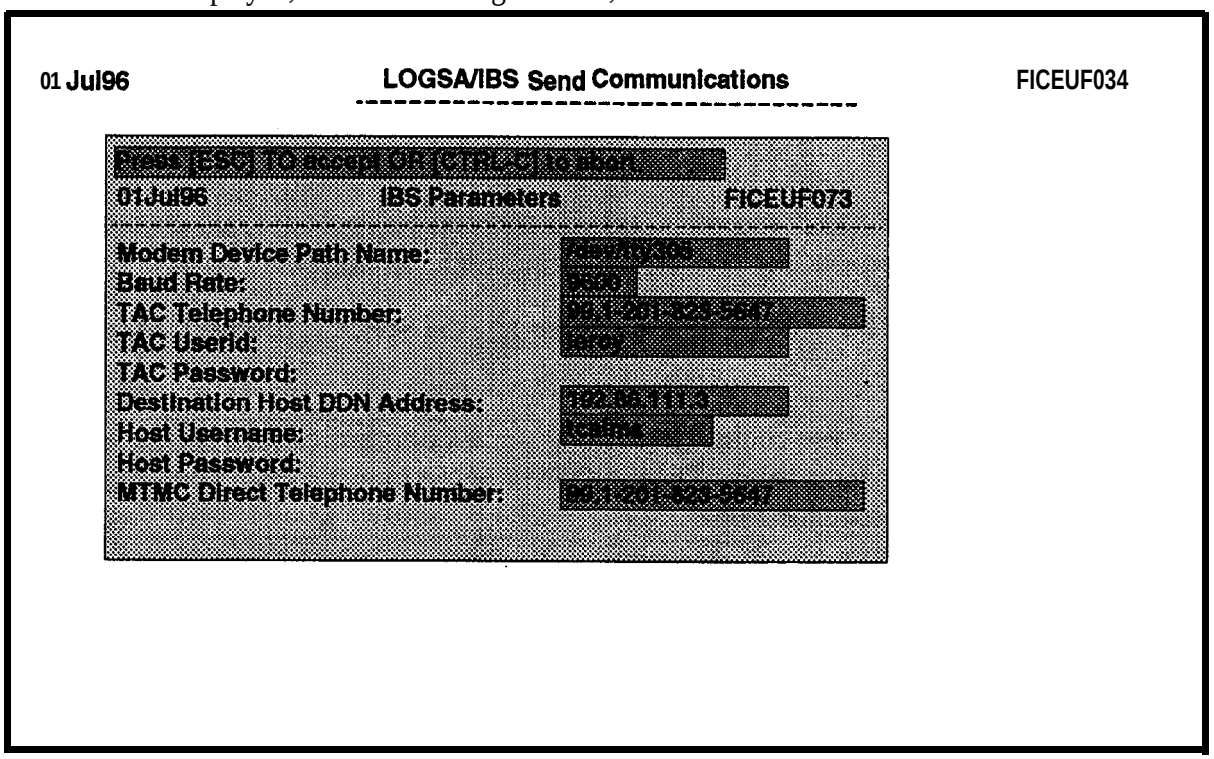

Figure 4-12. IBS Communications Screen With IBS Parameters Window
(2) Enter **A** to modify the IBS Parameter file. The IBS Parameters window will be displayed, as shown in Figure 4-12, with the cursor in the first field.